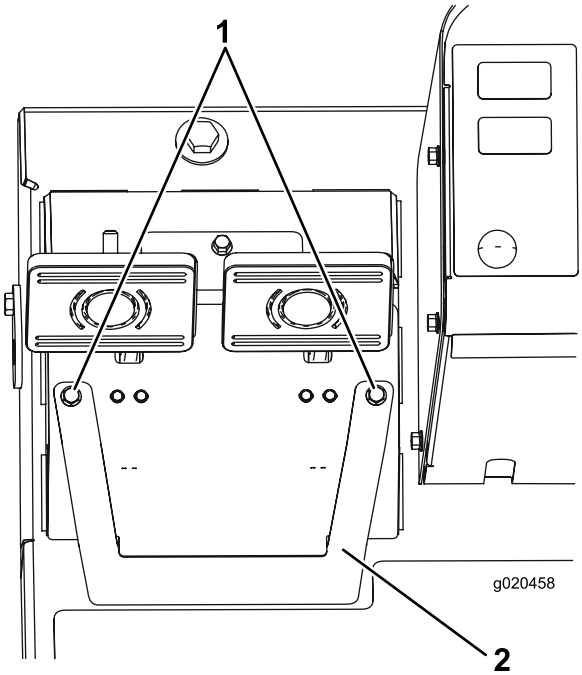

Figur 70
A. Lossa de två monteringsskruvarna och ta bort bromsjusteringslocket (Figur 70).